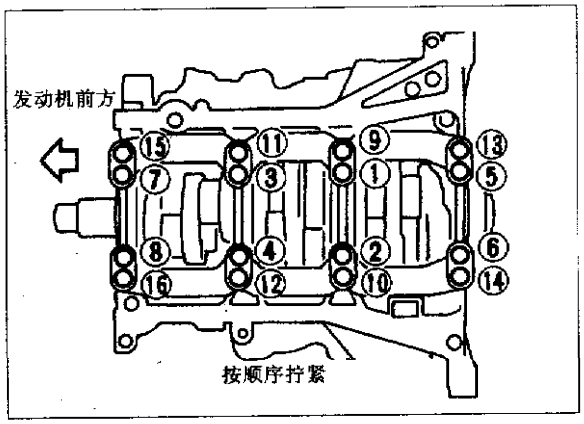

图 2-9-35
③安装曲轴、主轴承盖、主轴承架，按图 2-9-35 中数字顺序拧紧轴承盖螺栓。紧固方法如下：